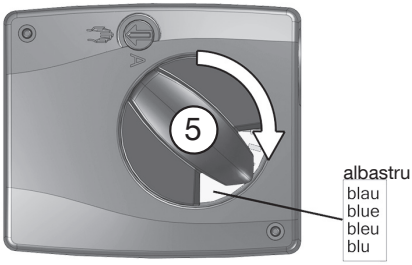

Fig. 13
5. Așezați butonul rotativ (6) la loc pe arborele cav (8) și rotiți-l cu 90° în porțiunea albastră a discului indicator (fig. 13).